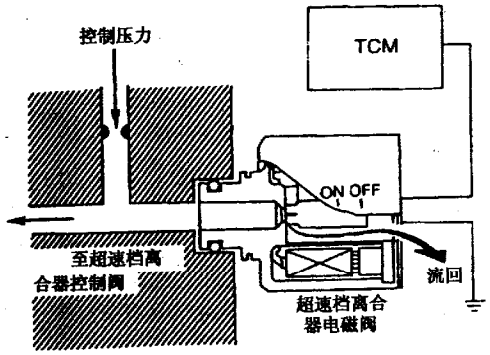

图 9－8－16　超速档离合器电磁阀的控制
超速档离合器电磁阀的控制如图9－8－16所示。
(3) 超速档离合器控制阀的工作。当电磁阀为“ON”时，控制压力作用在超速档离合器控制阀上，向上推超速档离合器控制阀，此时主油压被切断，离合器不工作。当电磁阀为“OFF”时，没有控制压力，此时超速档离合器控制阀在弹簧的作用下向下移动，超速档离合器的工作压力由超速档离合器减压阀提供，离合器起作用。超速档离合器控制阀的工作如图 9－8－17 所示。